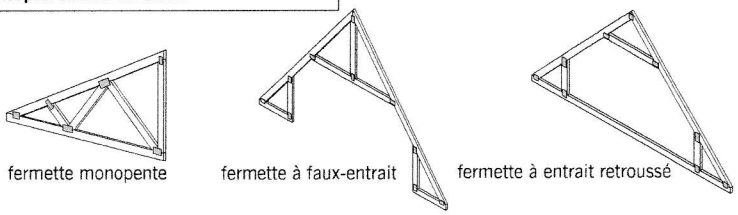

fig. 5.20 | **fermettes pour combles habitables**
■ La **fermette monopente** (fig. 5.20) : fermette employée pour les toitures à un seul pan, notamment pour les appentis.